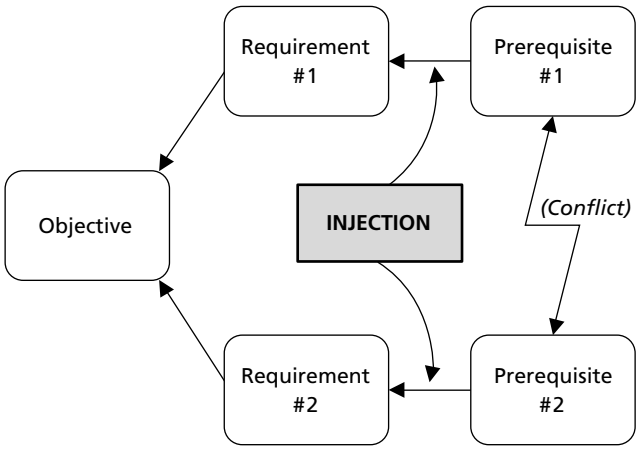

Figure 5.1 The Evaporating Cloud (conflict resolution diagram).
Goldratt named this tool an Evaporating Cloud (EC) because of its capacity to "evaporate" conflict. It's a *necessary condition* structure designed to identify and display the important elements of a conflict situation and open people's minds to ways to resolve it. The diagram includes the system objective, necessary-but-not-sufficient requirements that lead to it, and the conflicting prerequisites that satisfy them (see Figure 5.1).
- Since objectives, requirements, and prerequisites are essentially conditions of existing or desired reality, a round-cornered rectangle encloses their respective statements. These entities are arranged in a five-sided figure that resembles baseball's "home plate" lying on its side (refer back to Figure 5.1 on page 160).